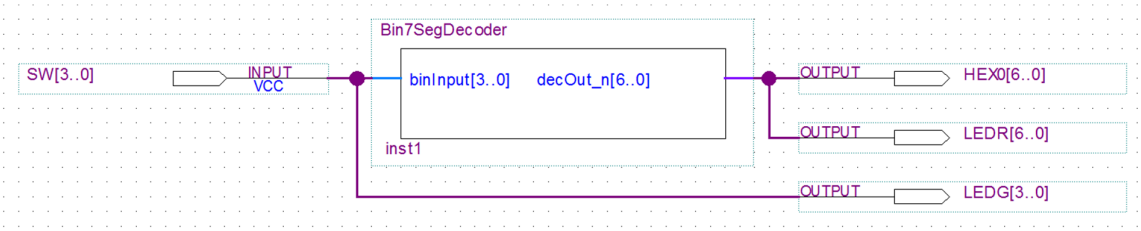

Figura 11 – Alteração do circuito da Figura 10 para visualização em LEDs das entradas e saídas do descodificador.
9. Altere o projecto para que as entradas e as saídas do descodificador binário→7 segmentos sejam também visualizadas em LEDs do *kit* (observe a sugestão da Figura 11: quer os portos de entrada, onde ligam os interruptores, quer as saídas do descodificador passam também a ligar a portos de saída associados aos LEDs).